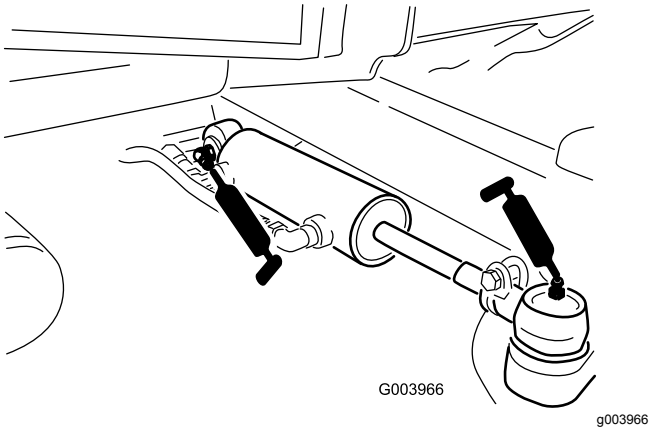

Figur 69
- Styrcylinderns kulleder (2) (Figur 69)